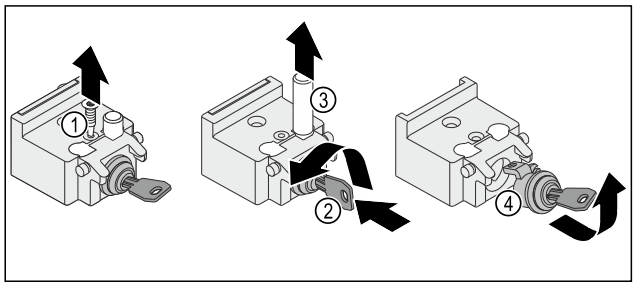

Fig. 13
▶ Extrageți prin rotire șurubul *Fig. 13 (1)*.
▶ Împingeți cheia *Fig. 13 (2)* și rotiți-o.
▶ Extrageți în sus bolțul *Fig. 13 (3)*.
▶ Extrageți încuietoarea *Fig. 13 (4)*.